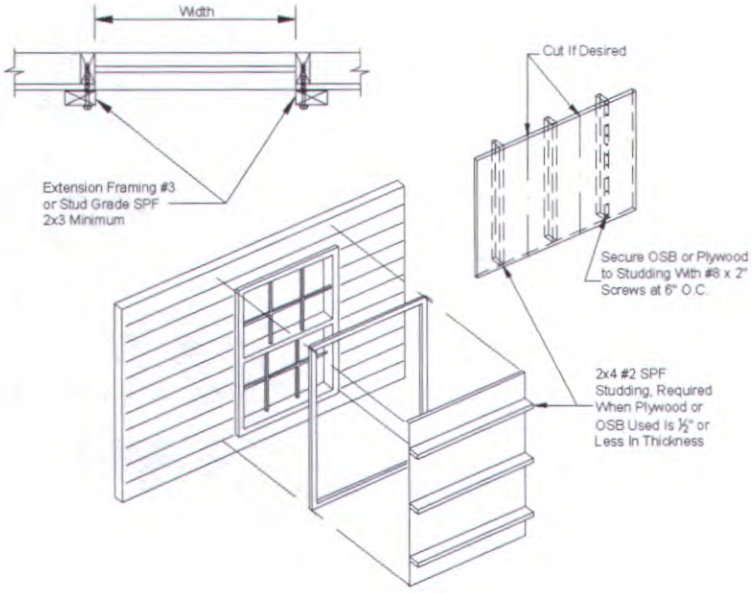

Figure 97. *Wind protection shutter construction*
If desired, prepare temporary protective window covers for use during severe wind storms and hurricanes according to **Figure 97**, **Table 29**, and the procedure below.
2. Assemble shutter panels as shown in **Figure 97.**